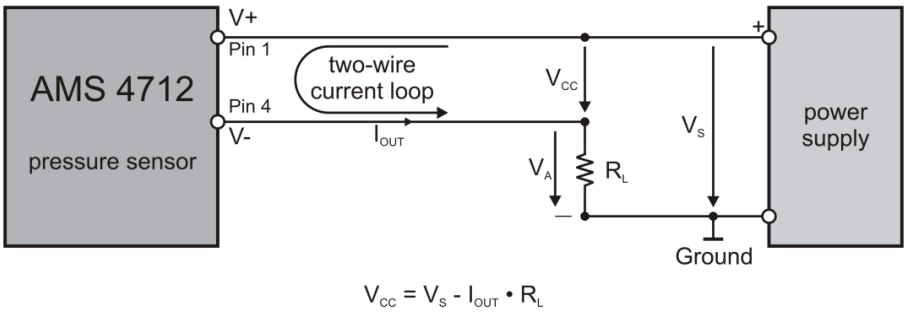
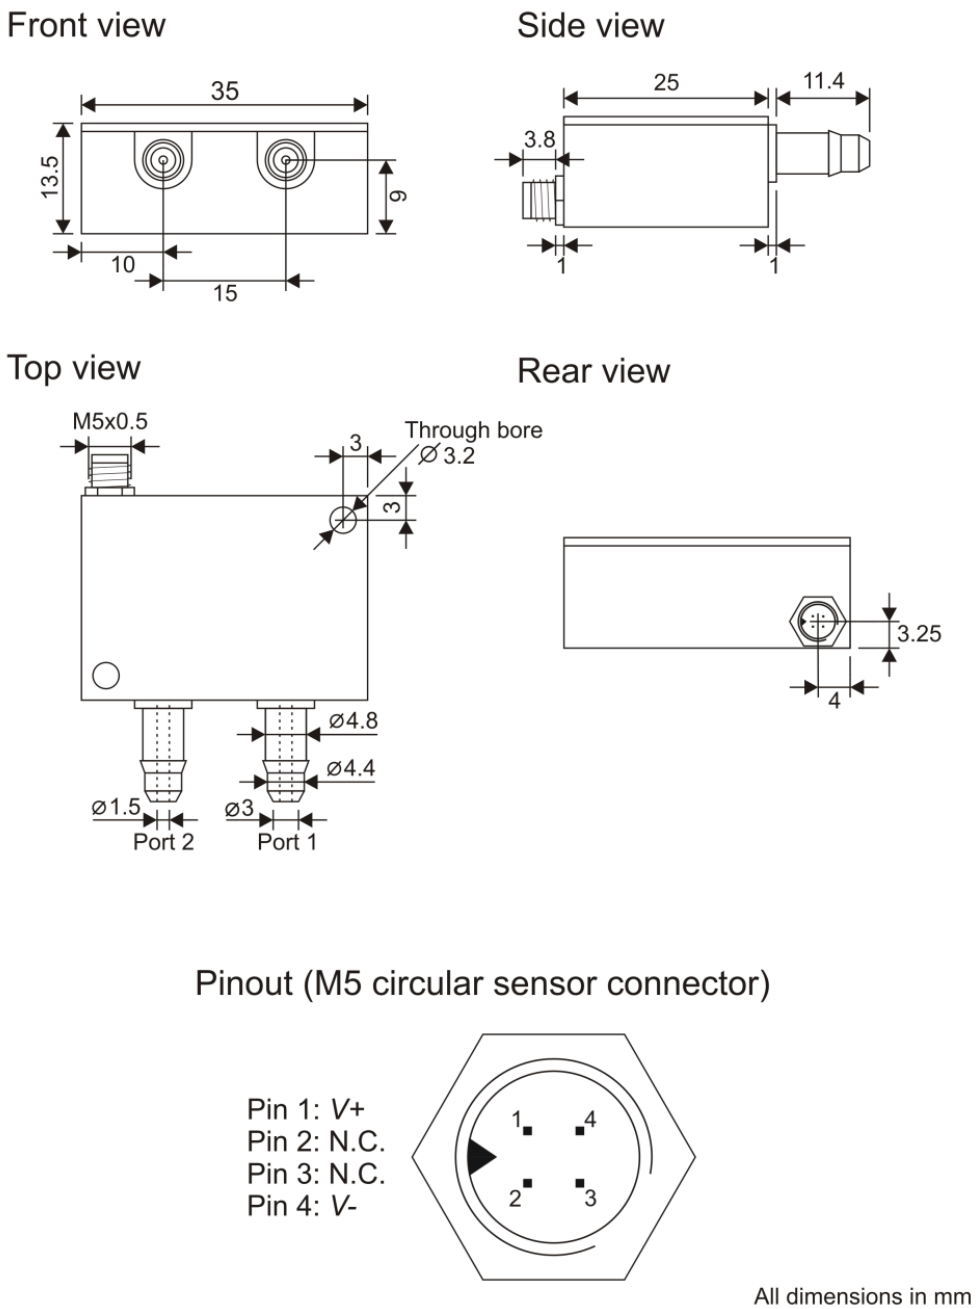

图 2：AMS4712 的电气连接图
图 3： AMS 4712 的插头连接线
8) 压力连接端口1处的介质兼容性：（端口1处的描述见图3）对陶瓷材料和硅材料、派热克斯玻璃（Pyrex）、室温硫化硅橡胶（RTV-Silicone）、聚酰胺尼龙（Zytel-PA66）等无腐蚀性的气体或液体。
9) 压力连接端口2处的介质兼容性：（端口2处的描述见图3）干净的、干燥的气体，对陶瓷材料和硅材料、室温硫化硅橡胶（RTV-Silicone）、聚酰胺尼龙（Zytel-PA66）、金和锡等无腐蚀性的气体（碱性或酸性液体将会导致变送器的
[1] 差分压力是指施加在差分压力变送器或者双向差分压力变送器的端口 1 和端口 2 之间的压力差。对于相对压力压力类型，它是端口 1 和环境压力之间的压力差，对于绝对压力和大气压力类型，它就是端口 2 处的压力值（端口的定义见图 3）。
电气连接线是通过外壳上的变送器专用螺纹连接插头 M5 来连接的（引线图见图 3）。图 2 中的管脚 1（V+）是连接电源正极，管脚 4（V-）是通过一个远处的外接负载电阻 R_L 后接地，就是负载电阻可以安装在远离压力变送器的地方。I_{OUT} 就是通过测量负载电阻 R_L 二端的电压降 V_A 除以负载电阻得出的，$I_{OUT}=V_A/R_L$ [2]。
压力连接是通过具有倒钩形状的压力连接端口连接。根据变送器的压力测量类型，变送器有一个或者二个压力连接端口。对于压力连接端口 1 和 2（见图 3）的压力连接时要满足以下条件（此时 p_1 是加在压力连接端口 1 上，p_2 是加在压力连接端口 2 上）：